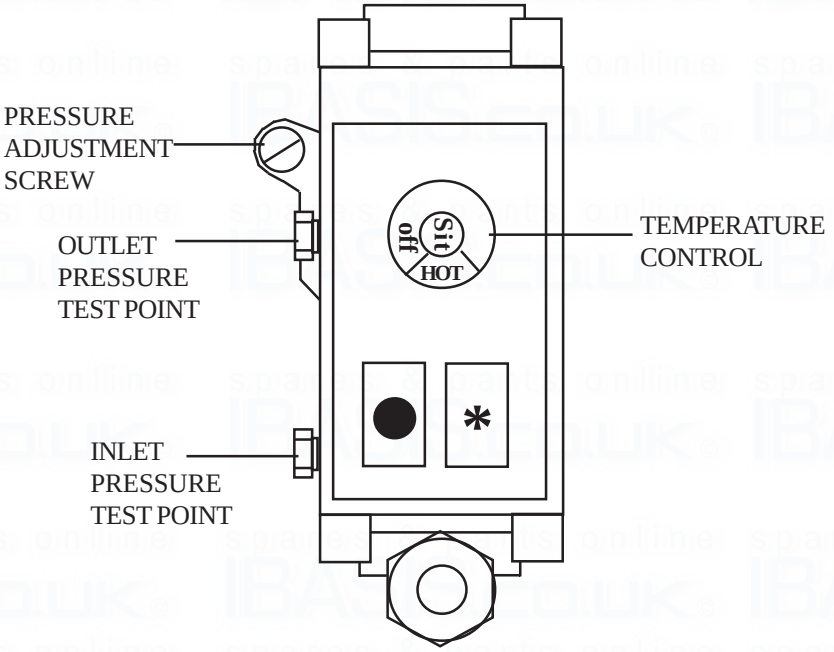

Fig. 5
5.5.1 Referring to fig. 5, remove the Outlet Pressure Test Point cover and connect a Gas Pressure Test Gauge.
5.5.4 Referring to Fig. 5 and Table 1 (para 2.1), set the Multifunctional Control Pressure Adjuster to provide the required setting pressure for the installation.